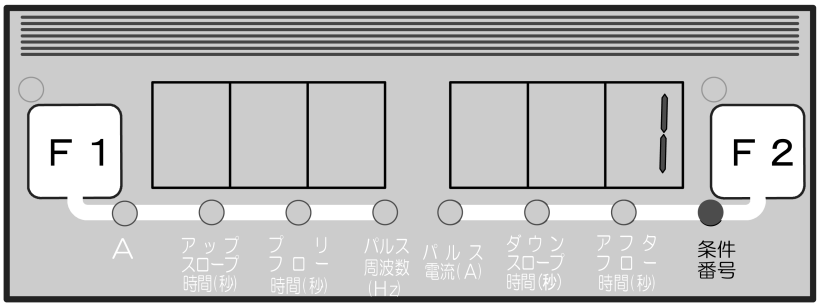

図１　条件番号表示
（１）　記憶キー（⑥）を押します。記憶モードになり、記憶キー左上のＬＥＤが点灯し、図１のような画面となります。右側デジタルメータに条件番号を点滅表示し、条件番号ＬＥＤが点灯します。左側デジタルメータには何も表示されません。この状態でパラメータ調整ツマミ（右）（⑦）により、条件番号の設定ができます。
（１） 読出キー（⑤）を押します。読出モードになり、読出キー左上のＬＥＤが点灯し、図１の画面となります。右側デジタルメータに条件番号を点滅表示し、条件番号ＬＥＤが点灯します。左側デジタルメータには何も表示されません。この状態でパラメータ調整ツマミ（右）（⑦）により、条件番号の設定ができます。